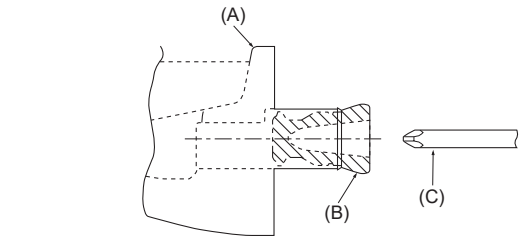

Abb. 5-1
- Vergewissern, daß in die Rohrleitung auf der linken Seite der Gummistopfen in den Auslauf rechts eingesetzt ist. (Abb. 5-1)